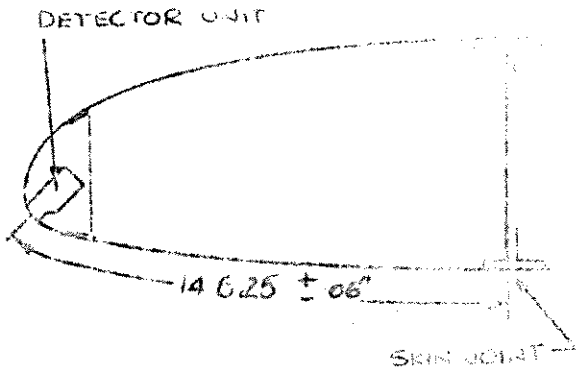

Fig. 1
1. A check on the position of the detector vane around the profile may be obtained by measurement along the contour between the bottom edge of the vane and the skin join on the bottom surface at the spar, refer Fig. 1.